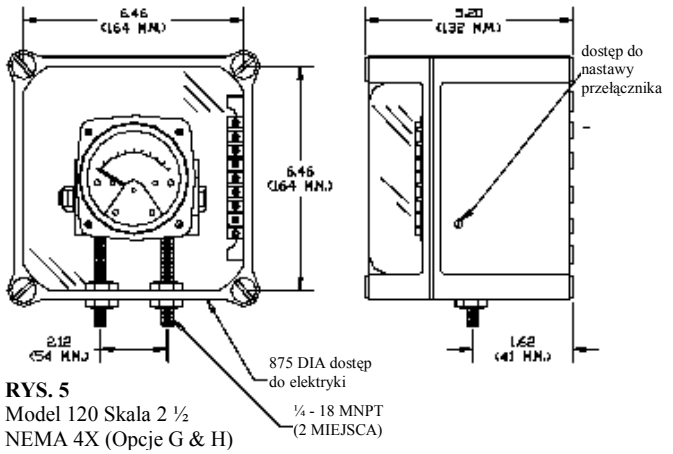

RYS. 5
Zdejmij pokrywę i poluzuj śruby (4), aby zyskać dostęp do taśmy zaciskowej. Wprowadź przewody do środka obudowy poprzez odpowiednie wpusty (odporne na warunki atmosferyczne) i podłącz do taśmy zaciskowej. Patrz tabela pokazana poniżej lub na zewnątrz obudowy. Załóż ponownie pokrywę i przykręć śruby (4) – patrz rys. 5 & 6.